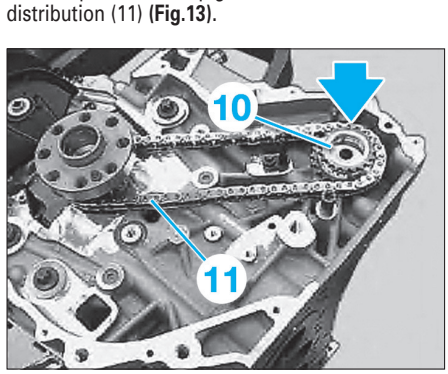

Fig. 13
• Retirer par le haut, le pignon (10) avec la chaîne de distribution (11) **(Fig.13)**.